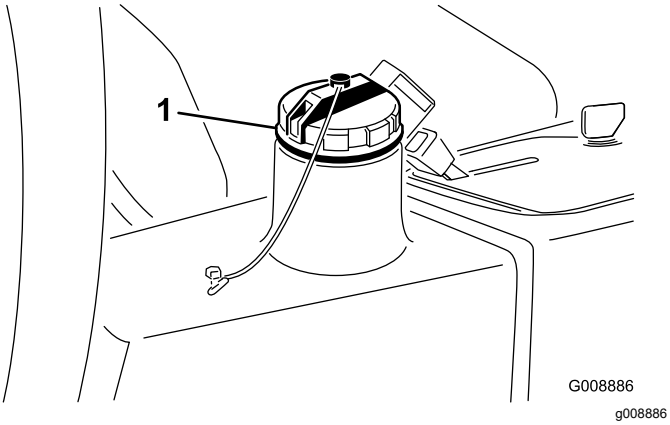

Figur 78
4. Fyll tanken (Figur 78) med cirka 13,2 liter hydraulvätska. Se Kontrollera hydraulsystemet (sida 20).